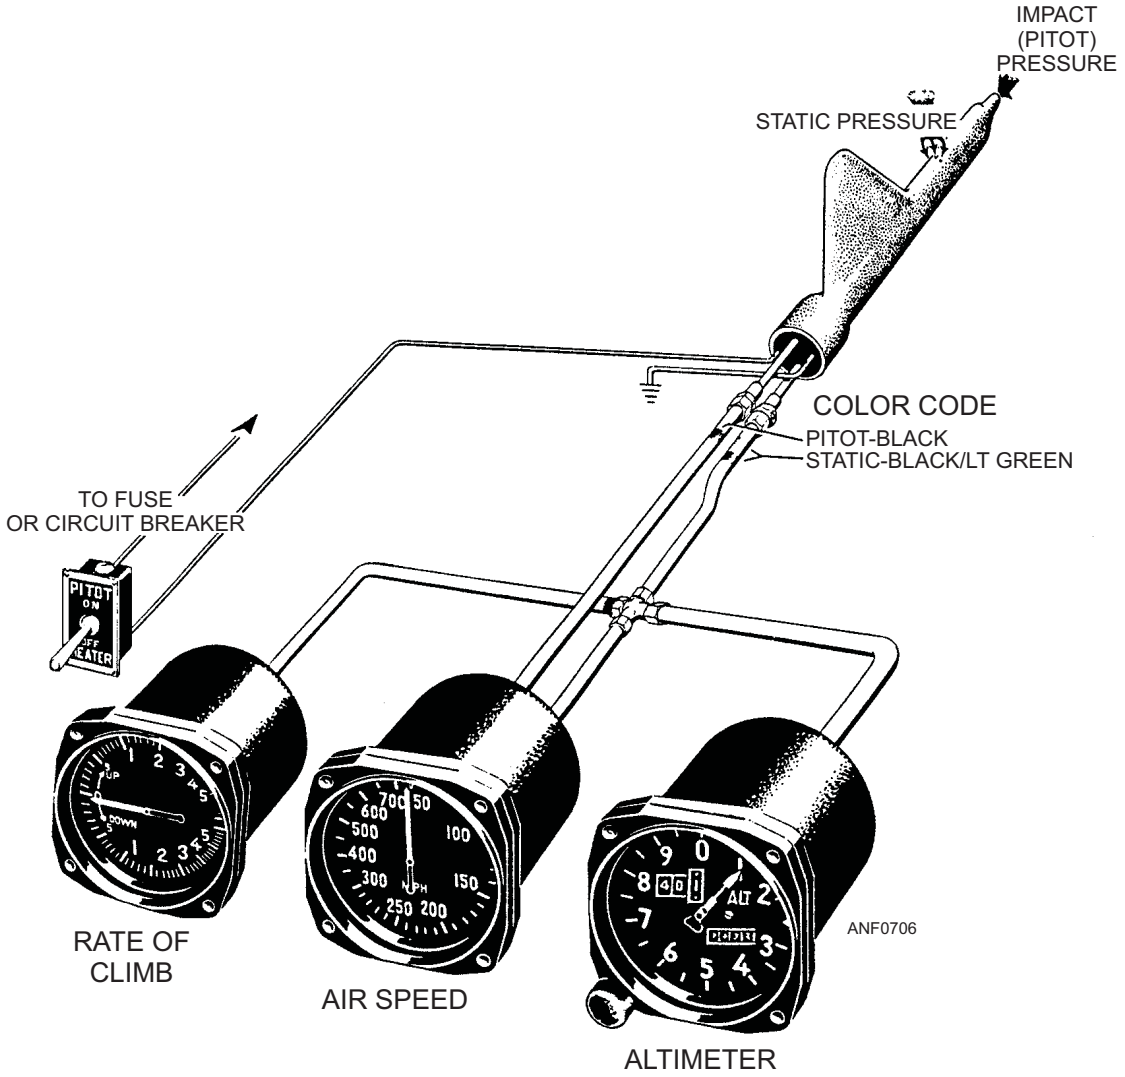

Figure 7-6.—Pressure measuring instruments.
The Aviation Electrician's Mate (AE) rating maintains the pitot-static system and most aircraft instruments. The pitot-static system in an aircraft includes some of the instruments that operate on the principle of the barometer. It consists of a pitot-static tube and three indicators, all connected with tubing that carries air. The three indicators are the altimeter, the airspeed and Mach number indicator, and the rate-of-climb indicator. The airspeed indicator displays the speed of the aircraft. The altimeter displays the altitude of the aircraft. The rate-of-climb indicator shows how fast the aircraft is climbing or descending. Each instrument operates on air taken from outside the aircraft during flight. The relationship between the pitot-static tube, the airspeed indicator, the altimeter, and the rate-of-climb indicator is shown in figure 7-6.